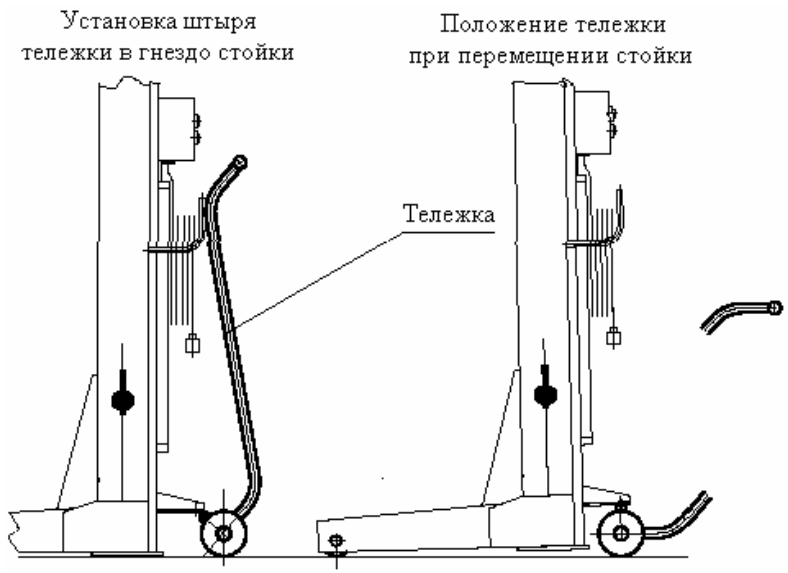

Рис. 5. Перемещение стойки при помощи тележки
7.1.1. При помощи тележки подкатить каждую стойку подъемника подхватами под колесо автомобиля, предварительно установив подхваты кареток на ширину, необходимую для подхватывания колеса автомобиля в соответствии с его диаметром и зафиксировав положение подхватов на каретке фиксирующими пальцами. Для перемещения стойки подкатить тележку к стойке и, зацепив ее, приподнять (см.Рис.5). Убрать тележку.